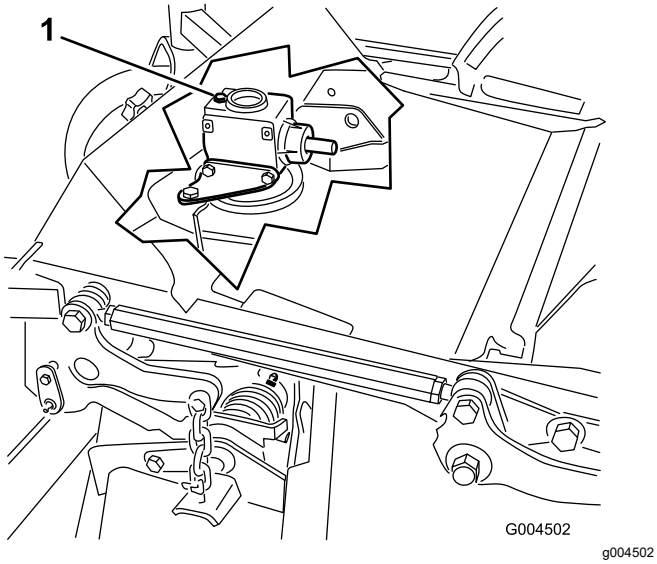

Figura 30
6. Togliete il tappo di riempimento/asta di livello da sopra gli ingranaggi e verificate che il lubrificante si trovi tra i segni riportati sull'asta (Figura 30).
6. Togliete l'asta di livello/tappo di riempimento da sopra gli ingranaggi (Figura 30).